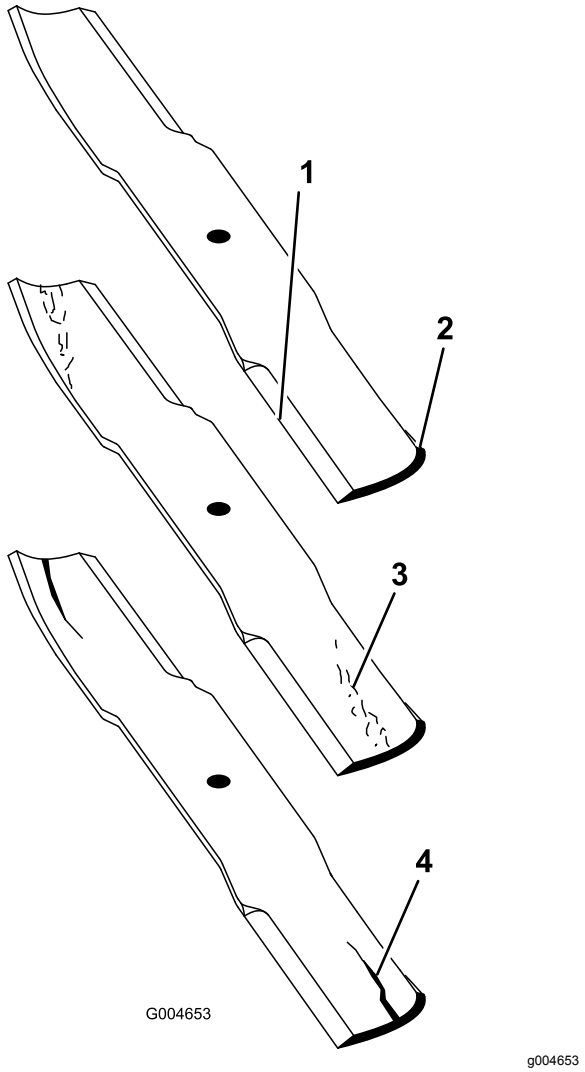

Figuur 113
2. Controleer nauwkeurig de uiteinden van het maaimes, in het bijzonder op de plaats waar het platte en het gebogen deel samenkomen (Figuur 113).
Opmerking: Omdat het metaal dat het platte en het gebogen deel van het mes verbindt, kan wegslijten door zand en ander schurend materiaal, moet u dit steeds controleren voordat u de maaier gaat gebruiken. Als u slijtage (Figuur 113) ziet moet u het mes vervangen.